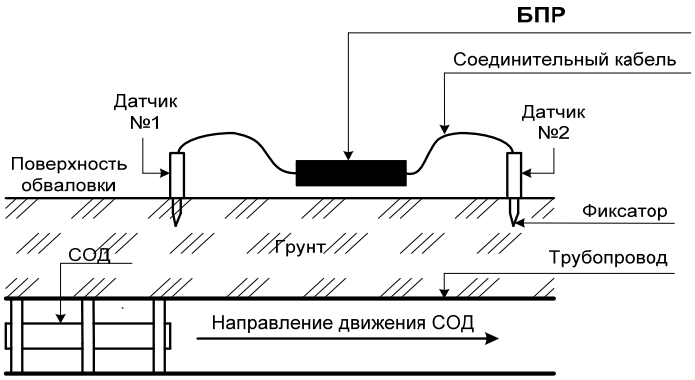
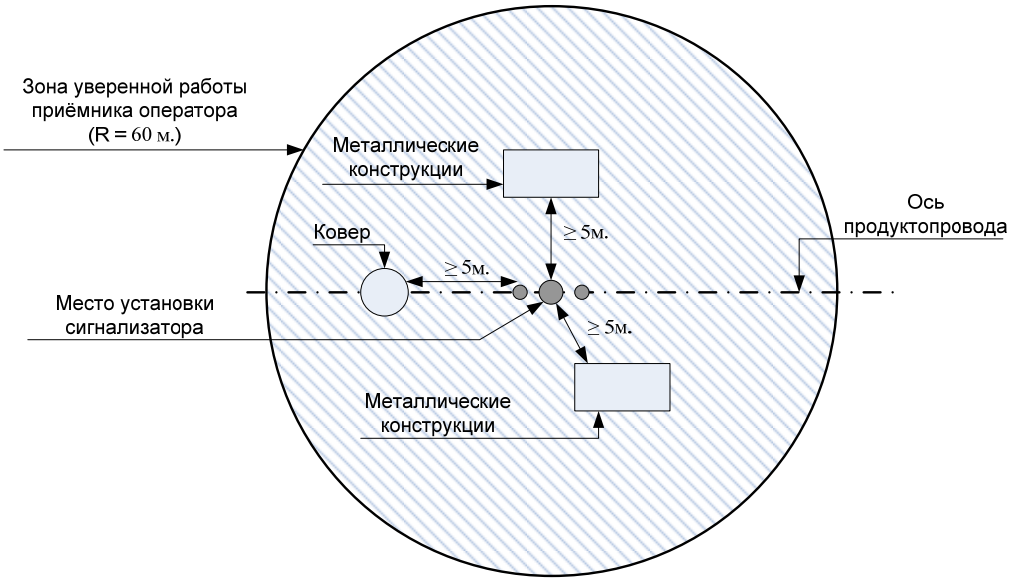

Рис. 5 Схема установки переносного сигнализатора «Репер-5».
Рис. 6 Схема установки переносного сигнализатора «Репер-5» относительно коверов и других металлических конструкций.
2.2.2 Установить сигнализатор на поверхность обваловки, непосредственно на ось трубопровода, согласно Рис. 5. Сигнализатор устанавливать на расстояние не менее 5 метров от коверов и других металлических конструкций, как показано на Рис. 6. Разнести вдоль оси трубопровода датчики на длину кабеля один влево другой вправо от БПР. **Датчик № 1 поставить первым на встречу движения СОД.** Номера датчиков указаны на передней панели